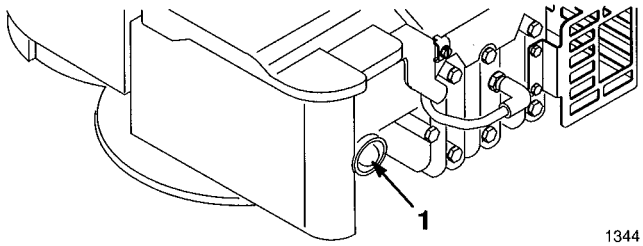

Figure 10
3. Push primer three (3) times (Fig. 10). **Wait about two (2) seconds between each push.**